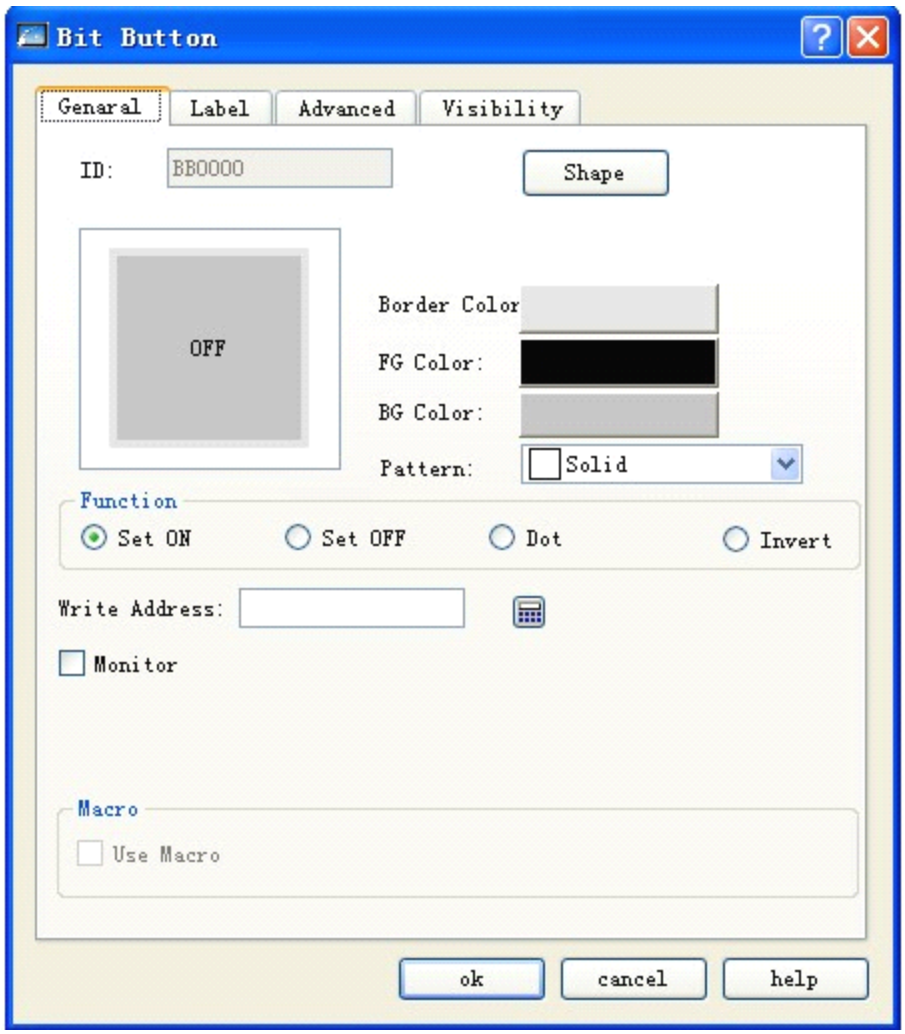

Рисунок 4-73 Окно
1. Щелкните иконку "Bit Button" на панели инструментов, после чего появится окно настройки свойств битовой кнопки. Смотрите рисунок 4-73